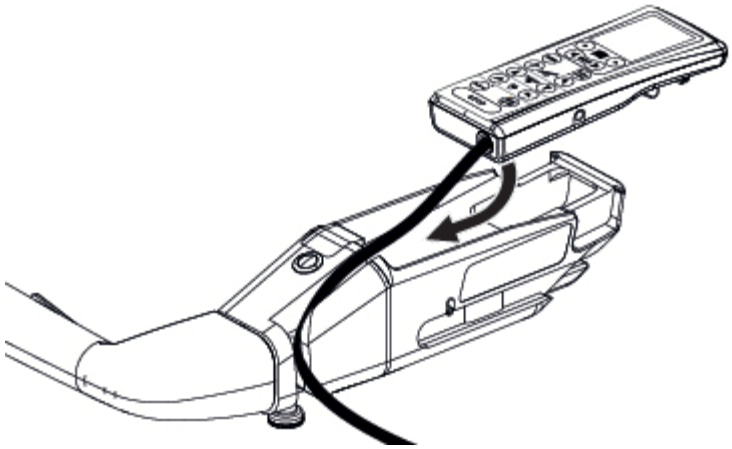

Abbildung 6-6. Installieren der Handsteuerung
1. Führen Sie das Anschlusskabel durch die Nut im Griff für motorisierten Transport. Siehe *Abbildung 6-6*.